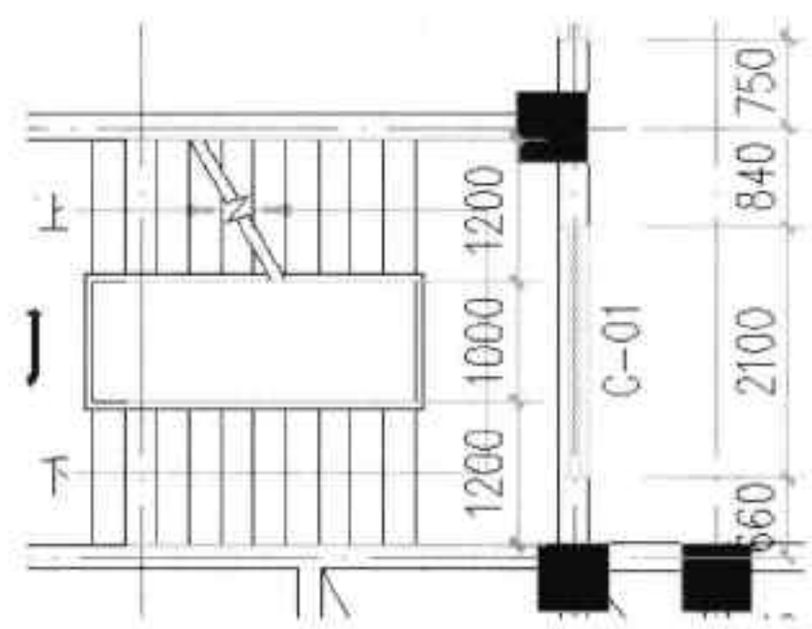

图17-117 标注其他楼梯
Step20 按照同样的方法，对其他楼梯进行标注，结果如图 17-117 所示。